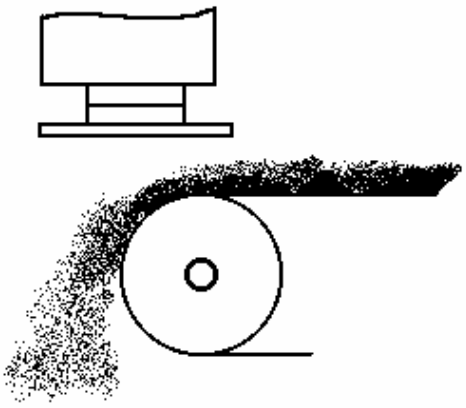

рис.1
- железоотделитель может устанавливаться над барабаном конвейера в зоне разгрузочной воронки (см.приложение В рис.1),